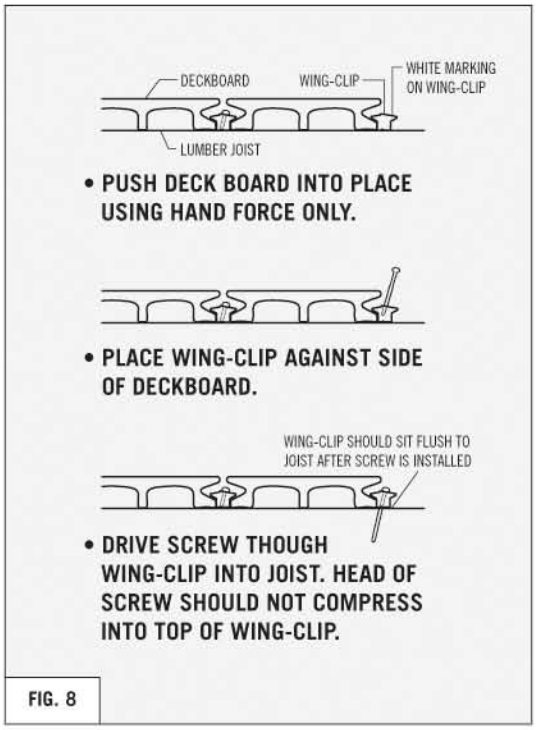

FIG. 8
- Do not use excessive force to push deck board into existing row of Wing-clips. Hand or leg force (or rubber mallet) is recommended. The use of board bending tools or "Bowrench" are not recommended as this may cause too much friction as they can easily apply excessive sideways force on the deck board. **(REFER TO FIG. 8)**